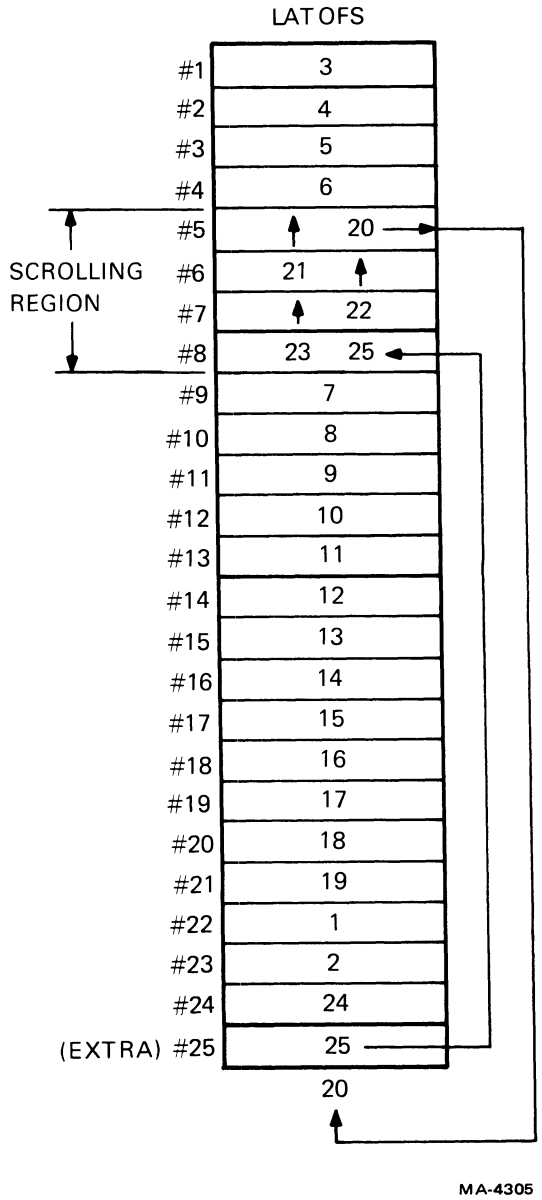

Figure 4-7-8 Line Address Offset Table
4.7.3.2 Logical Screen – The logical screen is a 25-entry table that points the microprocessor to the proper locations for shuffling (rearranging) line addresses and placing the cursor in the screen RAM. The table is set up in a contiguous area of memory starting at the location named LATOFS (Line Address Offset Table). Figure 4-7-8 shows LATOFS after at least one split screen scroll and in the process of another split screen scroll. Each entry in LATOFS is the number of a line in the physical screen. The position of an entry in LATOFS refers to the position of a line on the screen. The microprocessor updates LATOFS just before each scroll so that the microprocessor can rewrite line addresses during the vertical interval. The microprocessor reads the table to learn which line in RAM is available for writing as the new 25th line or which line is being used at a given position on the screen. For example, to insert a character in the fifth line, if the fifth entry in LATOFS is "20," the microprocessor calculates the starting address of the 20th physical line in RAM. The character address can be calculated from that starting address and the cursor position within the line.